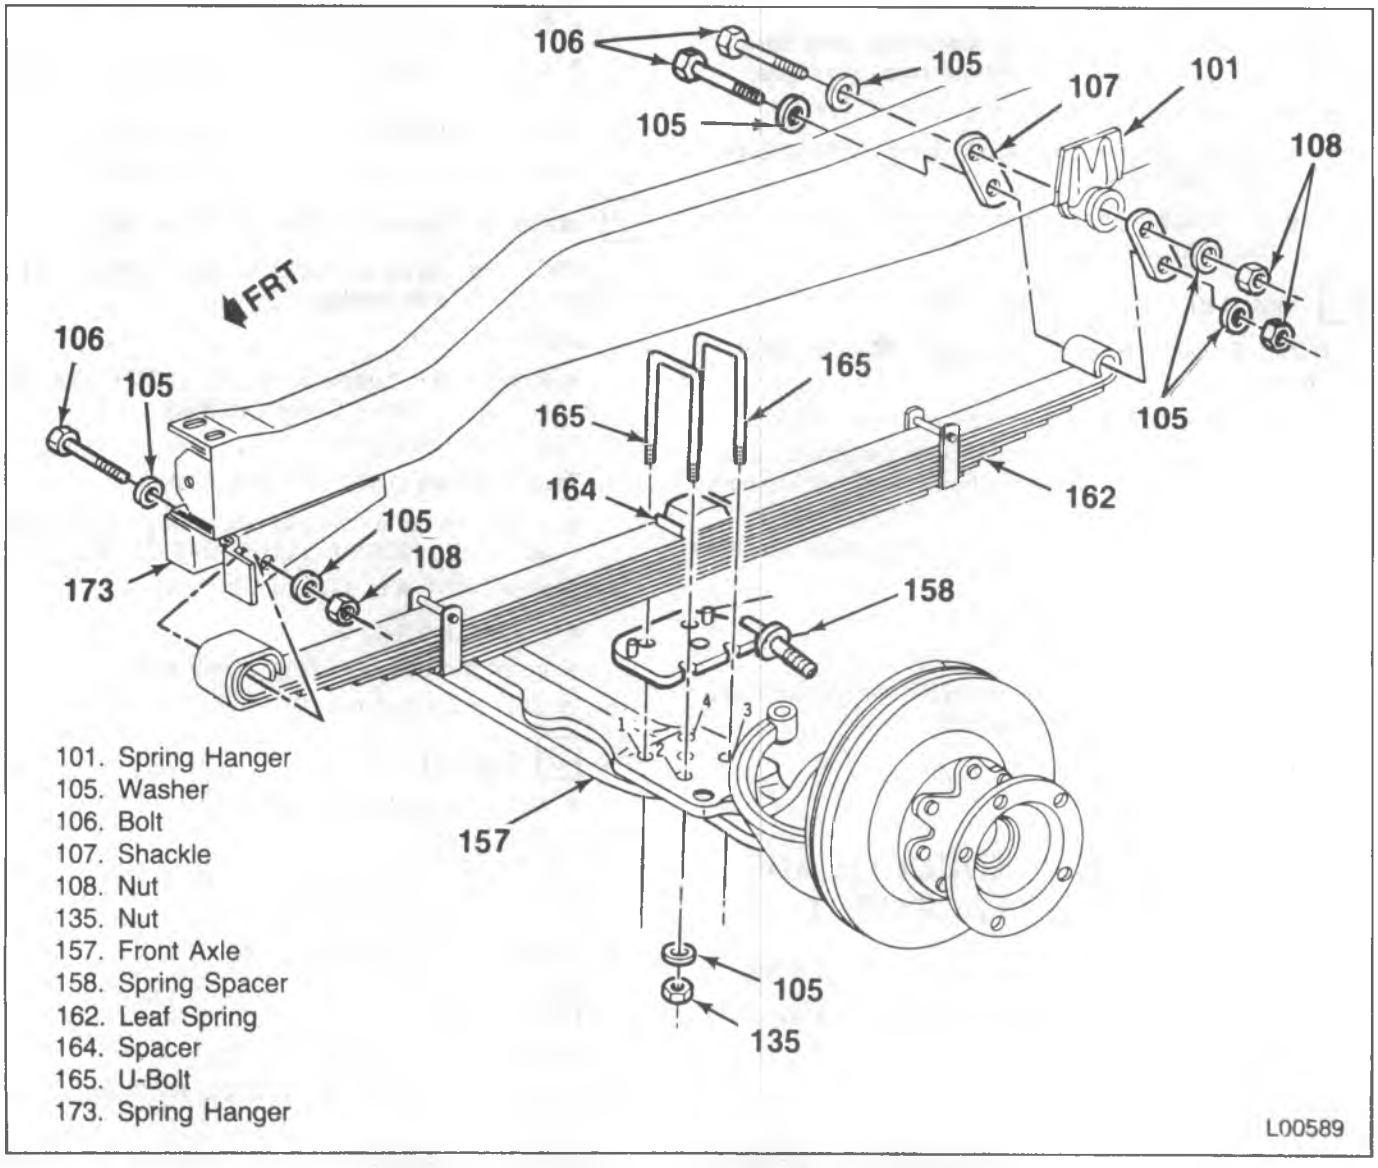

Figure 37—Axle and Leaf Spring Attachment Points
- Pull the link free from the axle, making sure not to lose the other insulator (118) and retainer (117).
9. Nuts (135), washers (105) and U-bolts (165).
10. Spacer (164) and spring spacer (158).
11. Leaf spring (162) from the axle (175) (figure 37).
8. Nuts (135), washers (105) and U-bolts (165).
9. Spacer (164) and spring spacer (158).
10. Leaf spring (162) from the axle (157) (figure 37).
11. Nut (108), washer (105), bolt (106) and washer (105) to separate the spring from the rear shackle (107).
12. Nut (108), washer (105), bolt (106) and washer (105) to separate the spring from the front hanger (173).
13. Leaf spring (162) from the frame (figure 37).
1. Leaf spring (162) to the frame (figure 37).
- Line up the spring with the rear shackle (107) and the spring hanger (173). Double wrap end is toward the front of the vehicle.
2. Washer (105), bolt (106), washer (105) and nut (108) to attach the spring to the front hanger (173).
3. Washer (105), bolt (106), washer (105) and nut (108) to attach the spring to the rear shackle (107).
- Nut (108) to 125 N•m (92 ft. lbs.).
4. Leaf spring (162) to the axle (157) (figure 37).
- Position the spring spacer (158) onto the axle. Either aligning pin can contact the edge of the leaf spring after the assembly is complete.
5. Spacer (164), U-bolts (165), washers (105) and nuts (135).